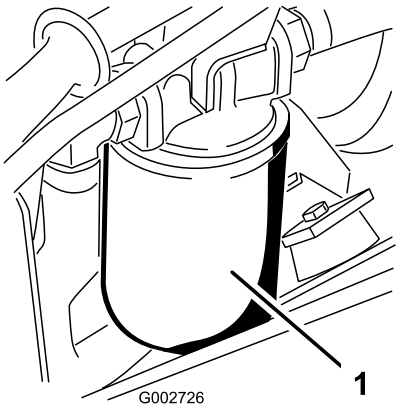

Figuur 39
3. Plaats een opvangbak onder het hydraulische filter dat zich bevindt op de linkerzijde van de machine (Figuur 39).